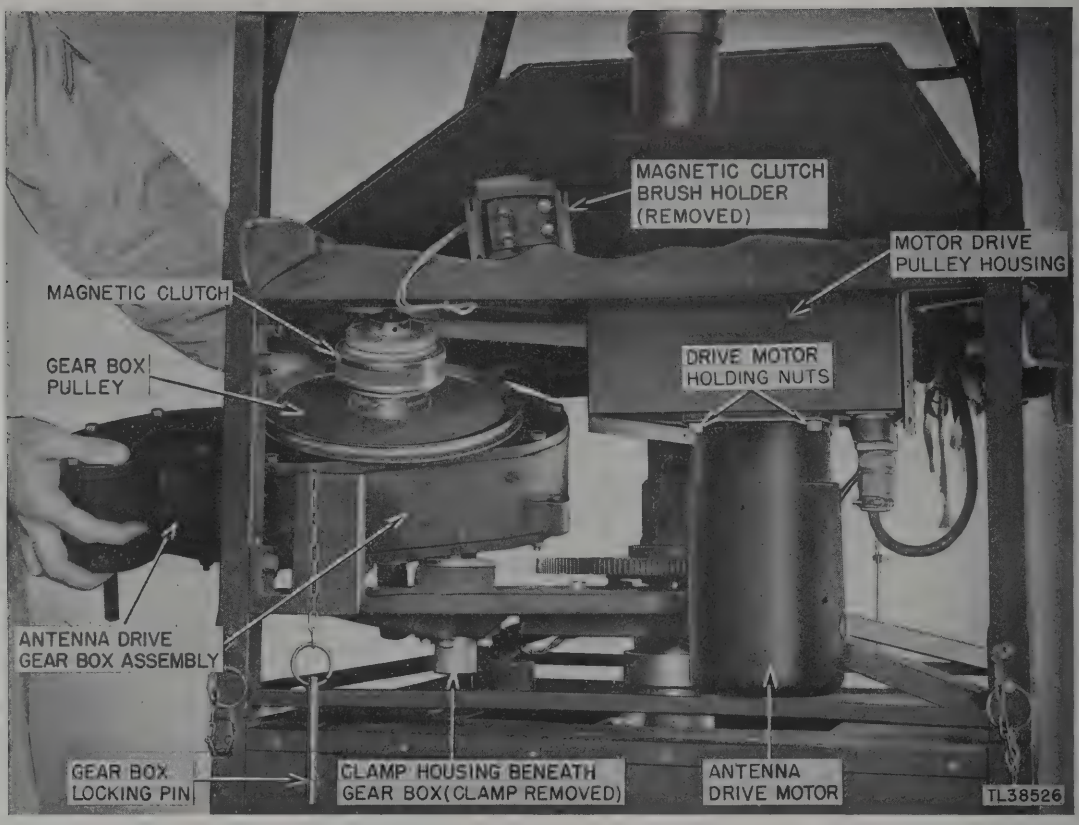

Figure 75. Antenna Drive Unit C-14/TPS-1, removal of gearbox.
j. Figure 75, Antenna Drive Unit C-14/TPS-1, removal of gearbox.
(4) Loosen the four holding bolts on the antenna drive motor flange (fig. 75) and reduce the belt tension by sliding the motor along the slots in the bottom of the housing in the direction of the gearbox.
(5) Hold the belt a few inches from the motor drive pulley and push it toward the motor while sidetracking the belt out of the pulley groove, thus removing the belt.
(6) Pull freed belt over magnetic clutch housing.
(7) Replace belt and reassemble by reversing the order of the removal steps above.
c. Replacement of Antenna Drive Gearbox Assembly (fig. 75). (1) Remove the brush holder by removing the four screws attaching it to the clutch housing.
(2) Take out the four screws on the flange of the magnetic clutch housing. Push the housing, still resting on its shelf, to one side (toward the ventilator). Remove the housing.
(3) Remove the driving belt from the gearbox pulley by riding it over the side of the pulley.
(4) Unscrew and remove the clamp beneath the gearbox (figs. 75 and 76).
(5) With gearbox thus free, pull out the pin locking the gearbox in position.
(6) Lift up the entire gearbox unit and remove it.
(7) Replace by reversing the order of the removal steps above.